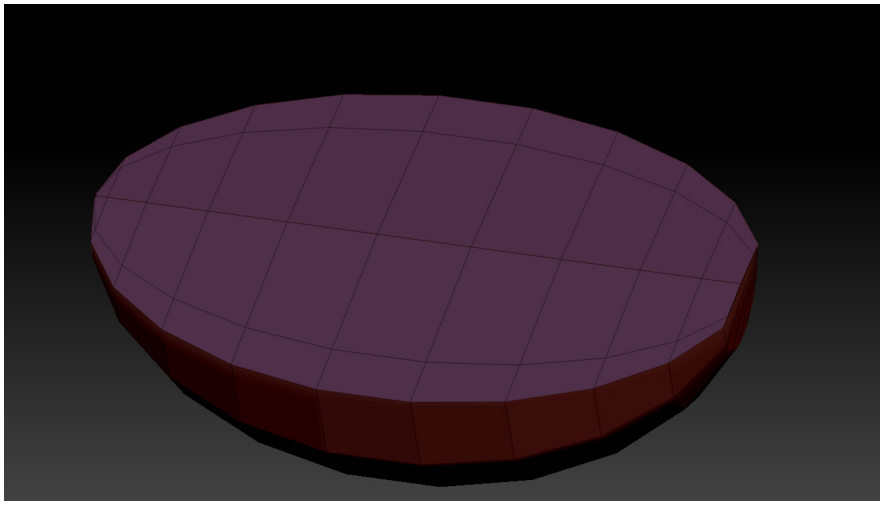

Figure 3-117 *The point deleted*
4. Hover the cursor over the bottom-most point, hold the ALT key and click; the point is deleted and the shape of the sphere is changed, as shown in Figure 3-117.